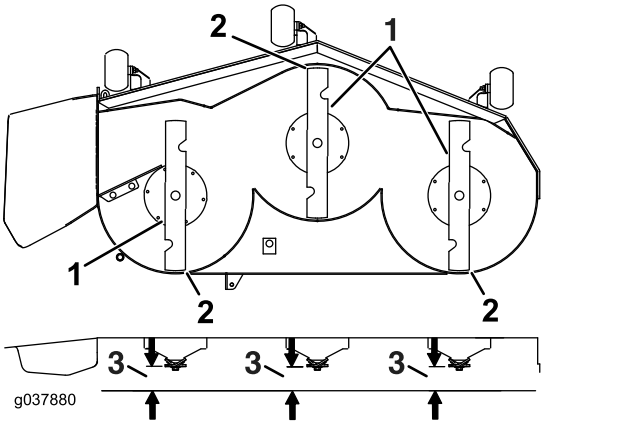

Bild 82
7. Prüfen Sie die Schnittmesserneigung in Längsrichtung (Bild 82). Stellen Sie sicher, dass die vordere Messerspitze niedriger als die hintere Messerspitze ist, wie in der Blockhöhen- und Rechentabelle angegeben. Wenn eine Einstellung erforderlich ist, fahren Sie mit diesem Schritt fort.